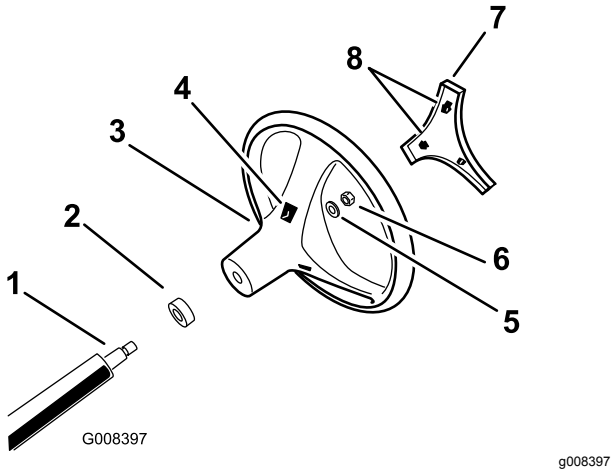

Figur 3
4. Fäst ratten på axeln med låsmuttern och dra åt den till 24–29 N·m enligt Figur 3.
5. Rikta in kåpans flikar efter skårorna i ratten och snäpp fast kåpan på rattnavet (Figur 3).